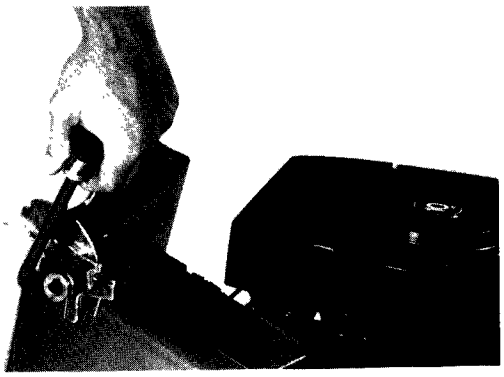

Figure 22
3. Lift up on lock-out lever and move rear door handle fully forward until door closes. (Fig 22).